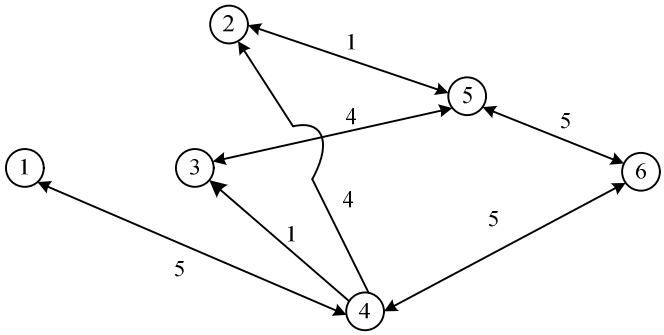

图 24.7　④⑥之间断开后的运输网
（2）路径①④⑥的剩余最大流量为 5 万吨。计算过后，该路径上各段流量应都减少 5 万吨。从而④⑥之间将断开，①④之间的剩余流量是 5 万吨，如图 24.7 所示。